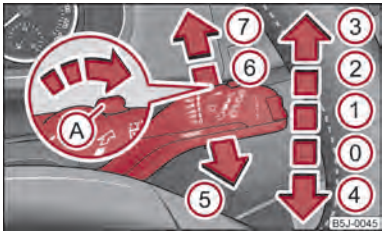

Fig. 32 Leva tergicristallo
Le posizioni della leva tergicristallo ⇒ fig. 32 sono:
– Premere la leva in posizione ⑥ ⇒ fig. 32, il tergilunotto si attiva ogni 6 secondi.
La pulizia dei fari viene effettuata ad ogni quinto azionamento dell'impianto tergicristalli, se i fari anabbaglianti o abbaglianti sono accesi e se la leva tergicristallo viene mantenuta per circa 1 secondo nella posizione ⑤ ⇒ fig. 32.